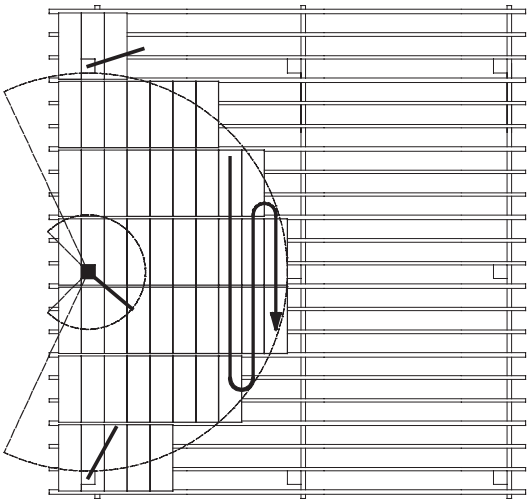

Figura 35. *Processo di rivestimento.*
1. Pianificare sempre l'area in anticipo e assicurarsi che sia scelta la posizione più adeguata per il primo SkyReach. È estremamente importante che l'area protetta sia rivestita in modo progressivo, col bordo anteriore, lavorando da SkyReach Anchor nella sequenza di priorità come mostrato in Figura 35.